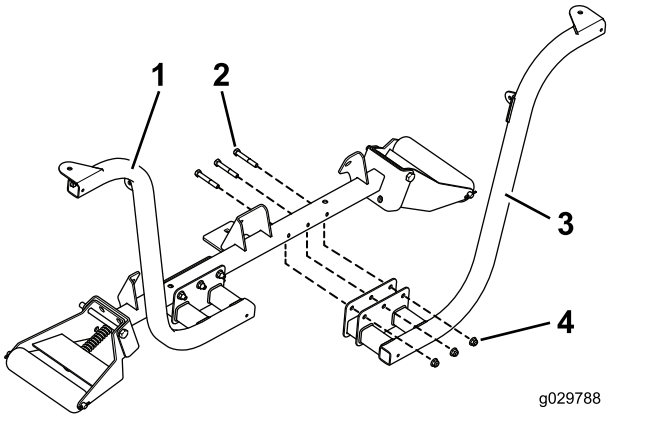

Figura 6
1. Sujete los soportes de los faros derecho e izquierdo a la parte delantera del tubo de soporte de los rodillos con 6 pernos (3/8" x 2½") y 6 tuercas con arandela prensada (3/8"), según se muestra en Figura 6.